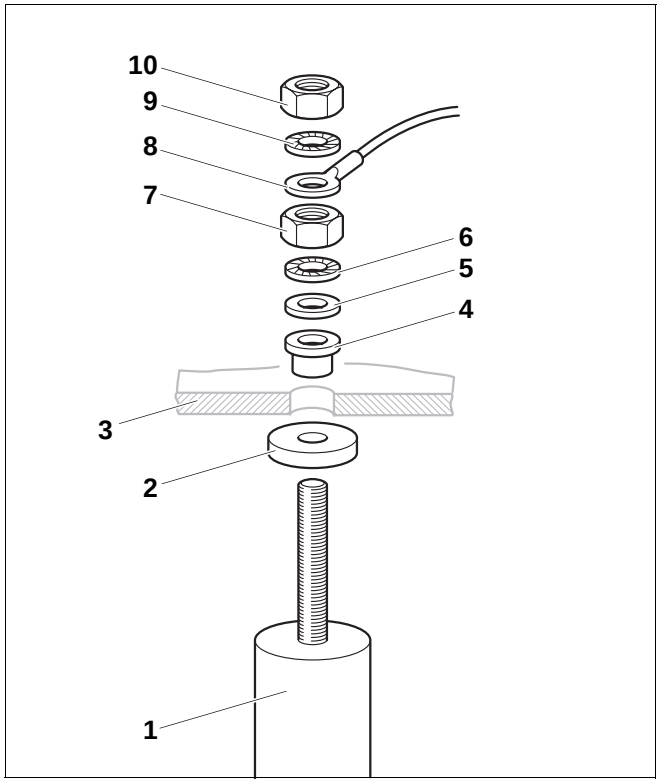

Abb. 52 Magnesiumanode austauschen
- Halten Sie die Reihenfolge für die Montage der Magnesiumanode unbedingt ein (➔ Abb. 52).